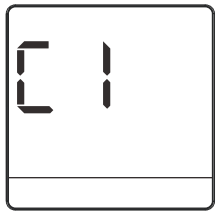

Рисунок 4.3
① Нажмите и удерживайте кнопки и на пульте ДУ в течение 8 секунд, чтобы войти в режим расширенных настроек параметров. В поле температуры отобразится значок «C1» (см. Рисунок 4.3).